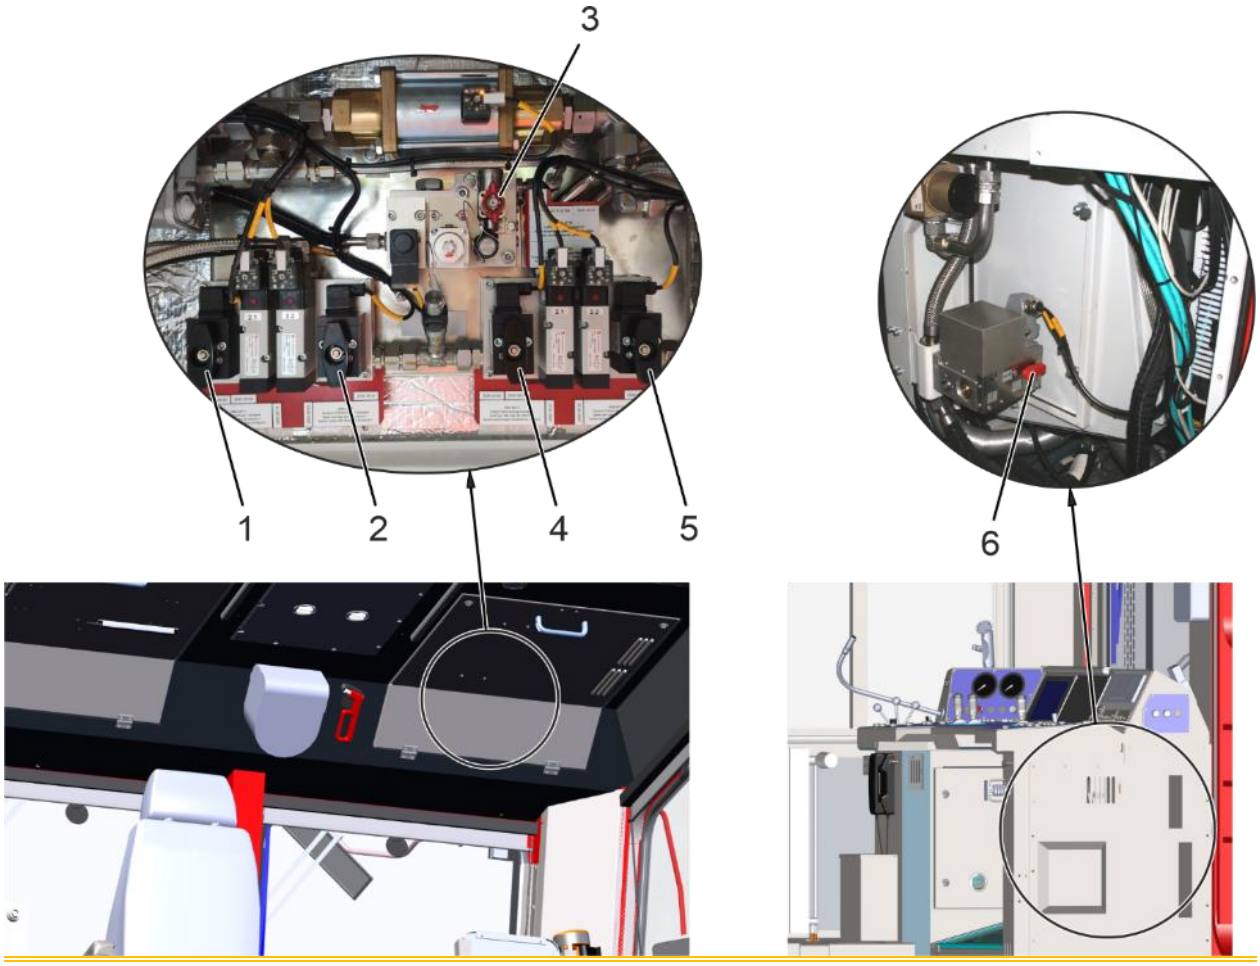

Fig. 106: Rubinetti di isolamento in cabina di guida
I rubinetti di isolamento Tono basso senso marcia 1 (1). cfr. Fig. 106, Tono alto senso di marcia 1 (2), Tono basso senso di marcia 2 (4), Tono alto senso di marcia 2 (5) e quello della sospensione pneumatica dei sedili (3) si trovano nelle intercapedini del soffitto sul lato destro.